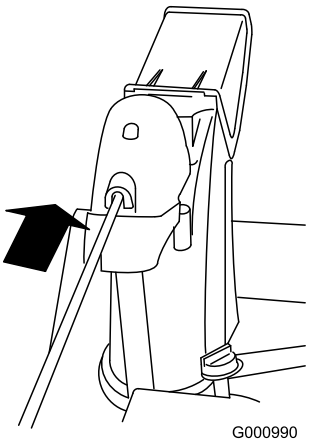

Figur 10
4. Sett inn den fremre enden av staget i åpningen bak på sjaktens girdeksel inntil det sklir inn i sjaktgiret (Figur 10).